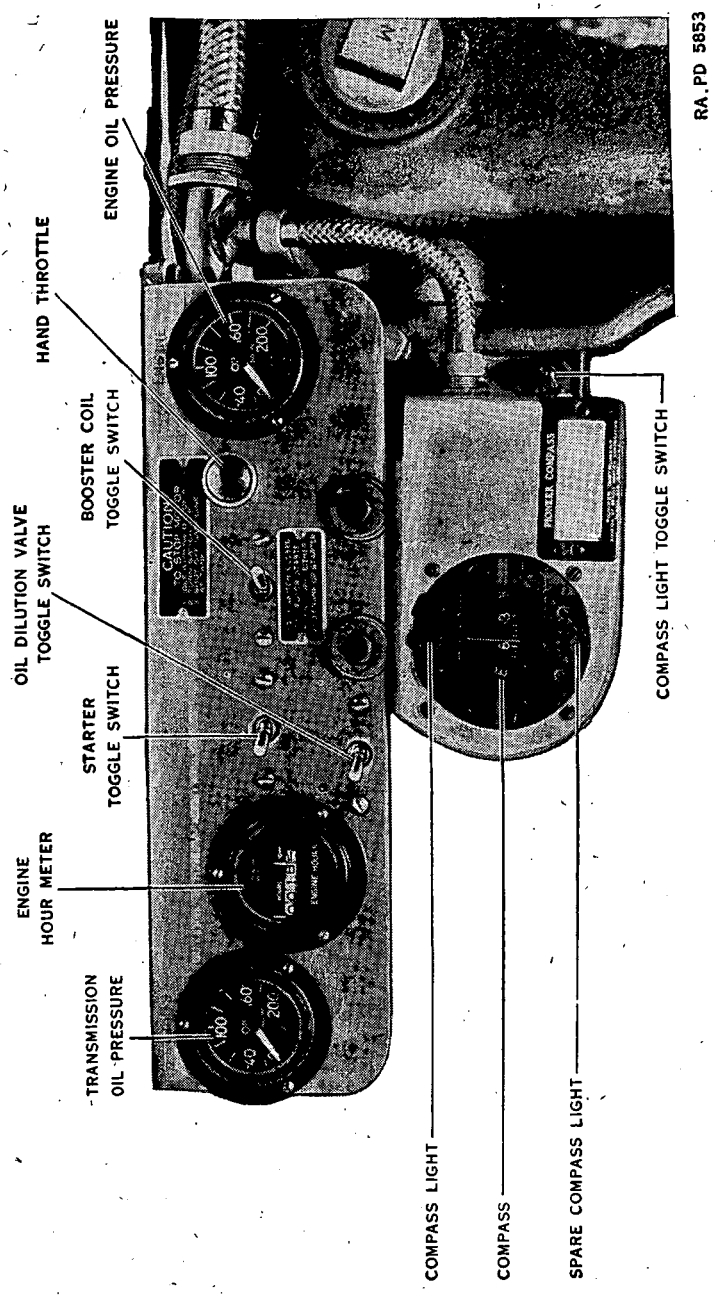

FIGURE 7.—Front instrument panel, Continental engine.
11. Operating the vehicle.—Before attempting to drive the vehicle the prospective driver should be thoroughly familiar with all the instruments and the significance of their readings. (See figs. 7 and 8.) He must also know the function and operation of the controls in his compartment. Review of paragraph 5 will be helpful. The limitations of vehicle and engine are listed in paragraph 4.
(3) *Method.*—If no operator is available to steer the disabled vehicle, it may be towed by using a towing bar, or in an emergency the "short hitch" method outlined under (2) above. In cases where the tracks must be removed from the vehicle, the "short hitch" or towing bar greatly facilitates towing the disabled vehicle. If an operator is available to steer the disabled vehicle, one cable will facilitate tracking of the towed vehicle. Care must be taken on turning not to get the cable tangled up with the track of either vehicle.
12. Stopping Continental engine.—*a.* After completing a run, the engine must be allowed to operate at 800 rpm for 5 minutes to assure a gradual and uniform cooling of the various engine parts. When low temperatures are encountered the oil dilution valve switch (fig. 7) will be depressed for the recommended time just before the engine is stopped. Turn magneto switch to "off" position to stop engine.